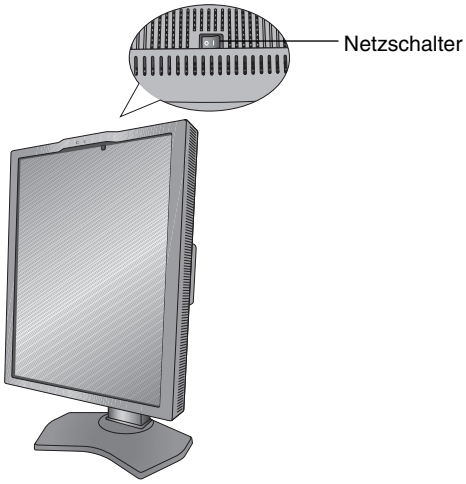

Abbildung E.1
9. Schalten Sie den Monitor mit dem Netzschalter auf der oberen (Hochformat) bzw. linken (Querformat) Seite ein (**Abbildung E.1**). Schalten Sie den Computer ein.